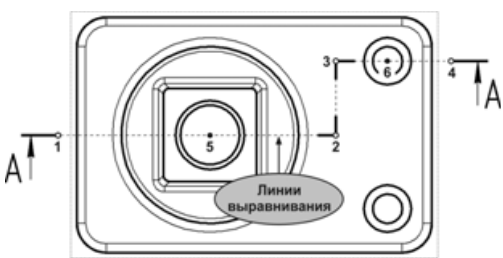

Рис. 3.24
- С помощью привязки **Выравнивание** укажите точки 1, 2, 3 и 4, через которые должна пройти линия разреза. Точки должны опираться на точки 5 и 6 центров окружностей (рис. 3.24).